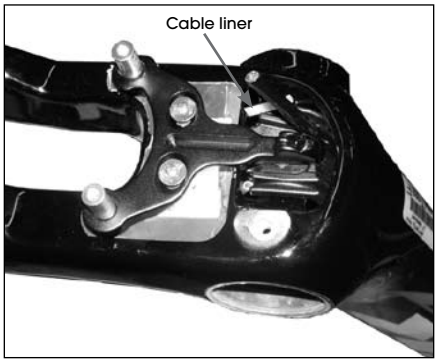

Figure 1. Cable liner for front derailleur in bottom bracket cable guide
1. Slide a piece of cable liner onto the front derailleur cable until the liner touches the back of the housing stop in the bottom bracket (Figure 1).